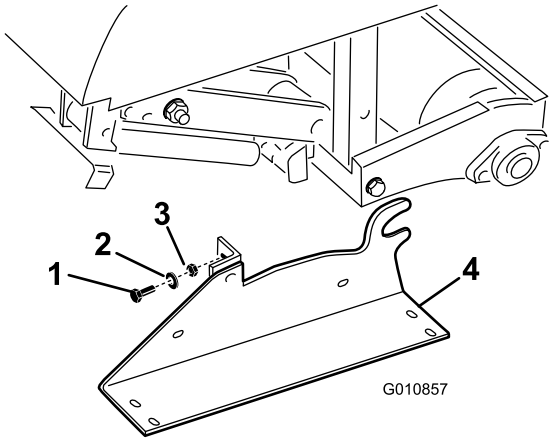

**Figur 32**
2. Ta bort de bultar, låsbrickor och muttrar som fäster förvaringsstöden på varje sida av luftaren (Figur 32).